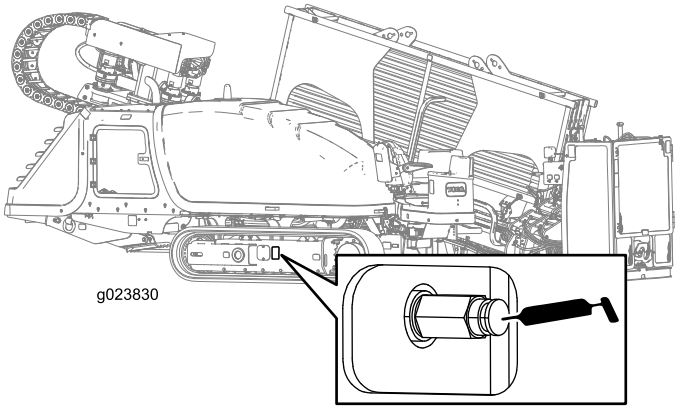

Rysunek 106
2. Usunąć brud i zanieczyszczenia wokół zaworu smarowania napinacza gąsienicy (Rysunek 106).
4. Wtłaczać smar do smarowniczki, aż napięcie osiągnie wartość 31 026 kPa, jak pokazano na Rysunek 106.
4. Obrócić zawór smarowy napięcia gąsienicy w lewo **nie więcej niż o 1 obrót** (Rysunek 106).